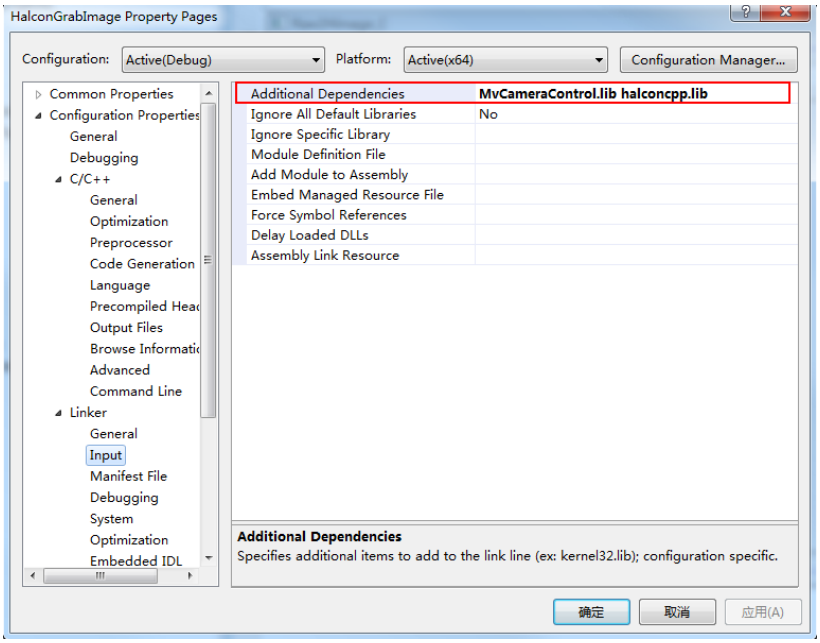
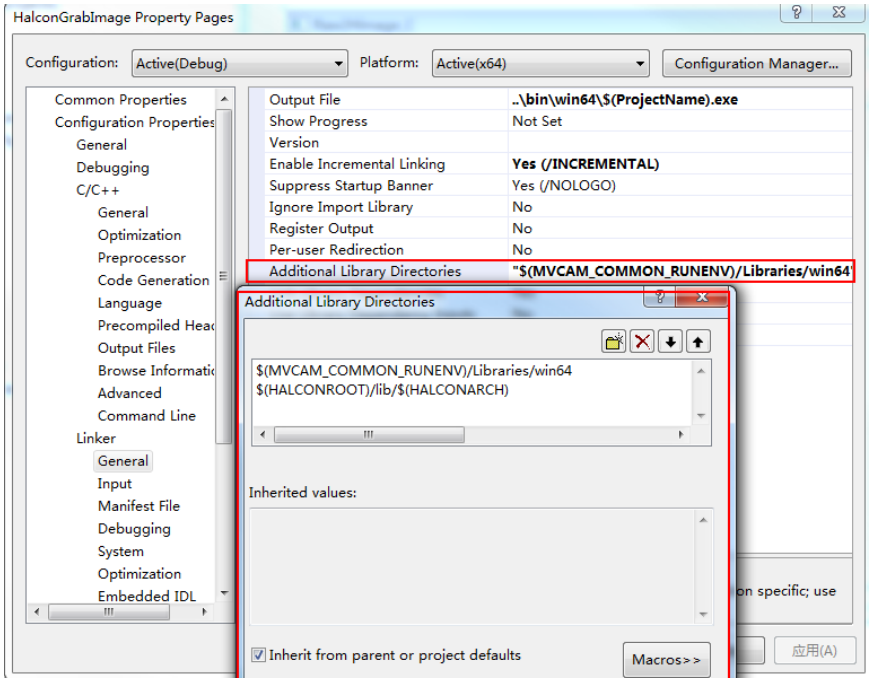

图3-8 加入 lib 文件
图3-9 加入头文件
2. 将 HALCON 和 C++的 SDK 头文件和 lib 文件加入到工程中，如图 3-8 和图 3-9 所示。